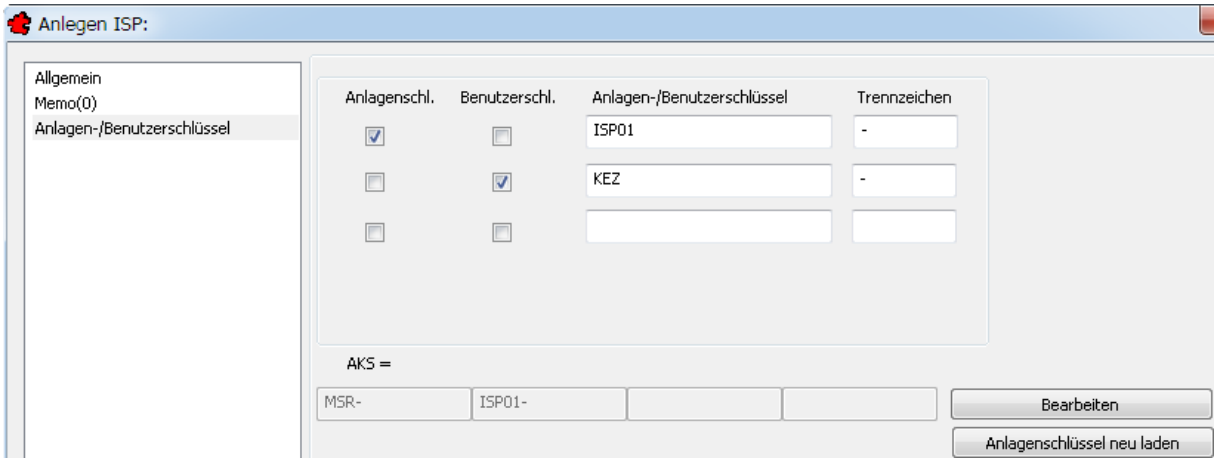

Bild 18.12 – ISP, Definition der Anlagen- und Benutzerschlüssel mit verfügbaren Vorgabewerten
- In der zweiten Zeile aktivieren Sie *Benutzerschl.* und tragen den Text **KEZ** für *Kellerzentrale* ein, wiederum gefolgt von einem Bindestrich (Abb. 18.12).